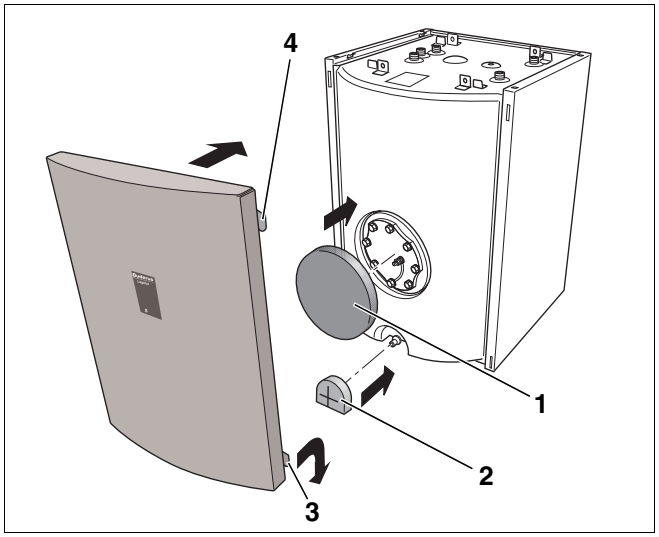

Rys. 18 Montaż izolacji cieplnej i ścianki przedniej
- Nałożyć krążek izolacji cieplnej (rys. 18, **poz. 1**) przed pokrywą otworu wyczystkowego.
- Założyć element termoizolacyjny (rys. 18, **poz. 2**) na zaworze spustowym.
- Ściankę przednią zahaczyć dolnymi zaczepami (rys. 18, **poz. 3**) w szczeliny ścianek bocznych.
- Docisnąć ściankę przednią w górnej części zasobnikowego podgrzewacza c.w.u., a następnie zahaczyć górnymi zaczepami (rys. 18, **poz. 4**) w szczeliny ścianek bocznych.